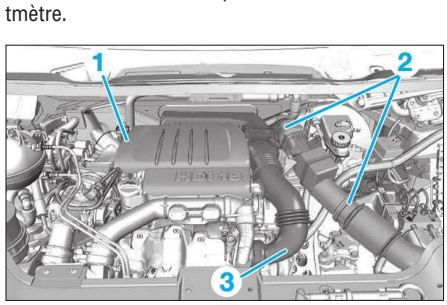

**Fig. 49**
- le cache moteur (1) **(Fig.49)**,
- les deux parties du conduit d'entrée d'air (2),
- la conduite d'entrée d'air du turbocompresseur (3),